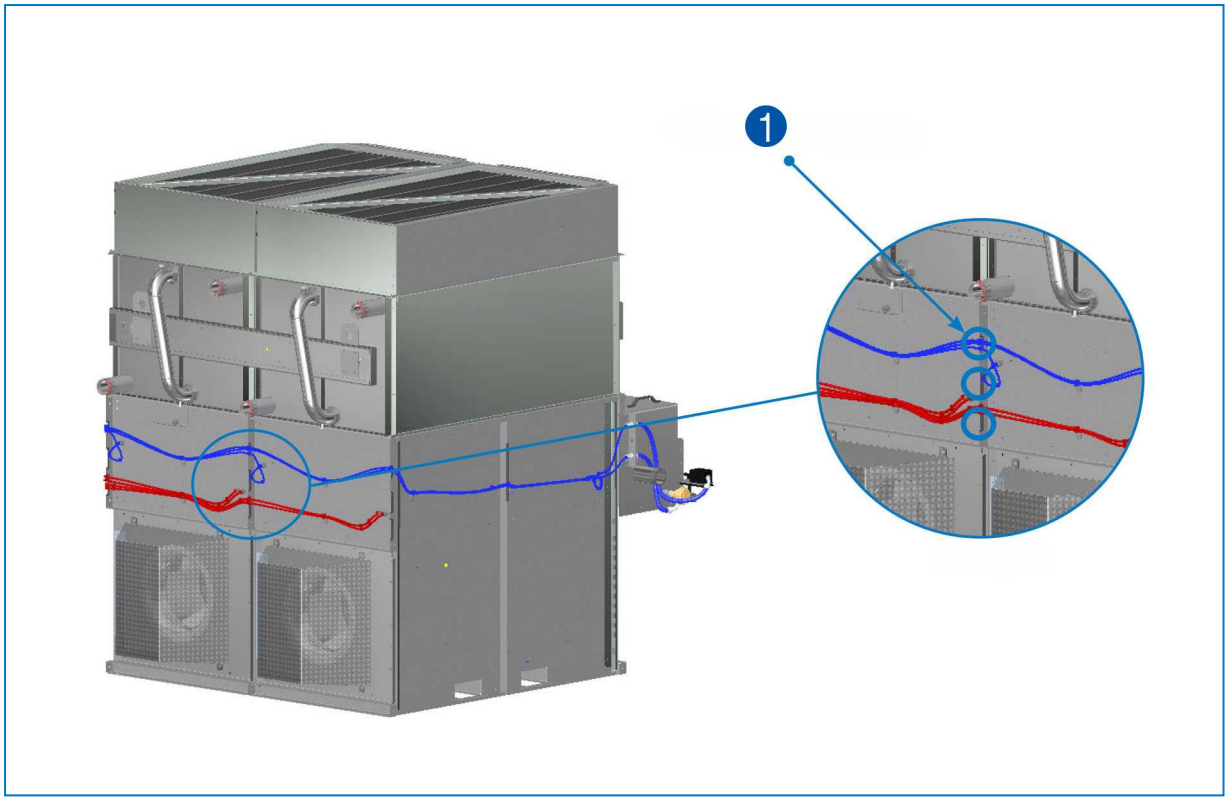

Рис. 16. Провод электропитания вентилятора (красного цвета) — 1. Прорези для прокладки проводов
4. Проложите провод электропитания вентилятора через третью прорезь сверху и крепление для провода, затем закрепите его на изделии с помощью кабельных стяжек. Для устройств NXF-0603B в случае необходимости можно использовать вторую прорезь (посредине) для провода электропитания вентилятора. См. рисунок 16.